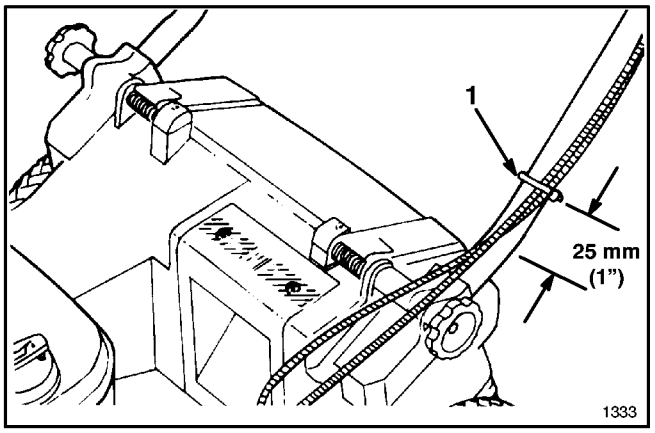

**Abbildung 3**
**6.** Befestigen Sie das/die Kabel mit der Kabelklemme unten an der linken Griffstange (Abb. 3). Die Kabelklemme sollte etwa 25 mm vom Stangenknick entfernt angebracht werden. Den richtigen Kabelverlauf finden Sie in Abb. 3.